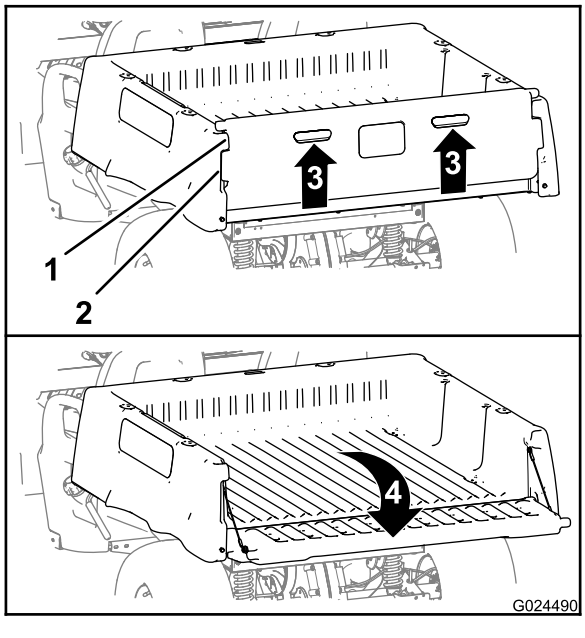

Rysunek 15
2. Unieś tylną burtę, chwytając palcami za wgłębienia w tylnej ściance burty (Rysunek 15).
3. Ustaw obrzeże blokujące tylnej burty równo z wycięciami w obrzeżu platformy ładunkowej na tylną burtę (Rysunek 15).
4. Obróć tylną burtę do tyłu i w dół (Rysunek 15).
6. Obróć tylną burtę w górę i do przodu, aż obrzeże blokujące tylnej burty zrówna się z wgłębieniami na tylną burtę w platformie ładunkowej (Rysunek 15).
7. Opuść tylną burtę, aż zostanie osadzona z tyłu platformy ładunkowej (Rysunek 15).